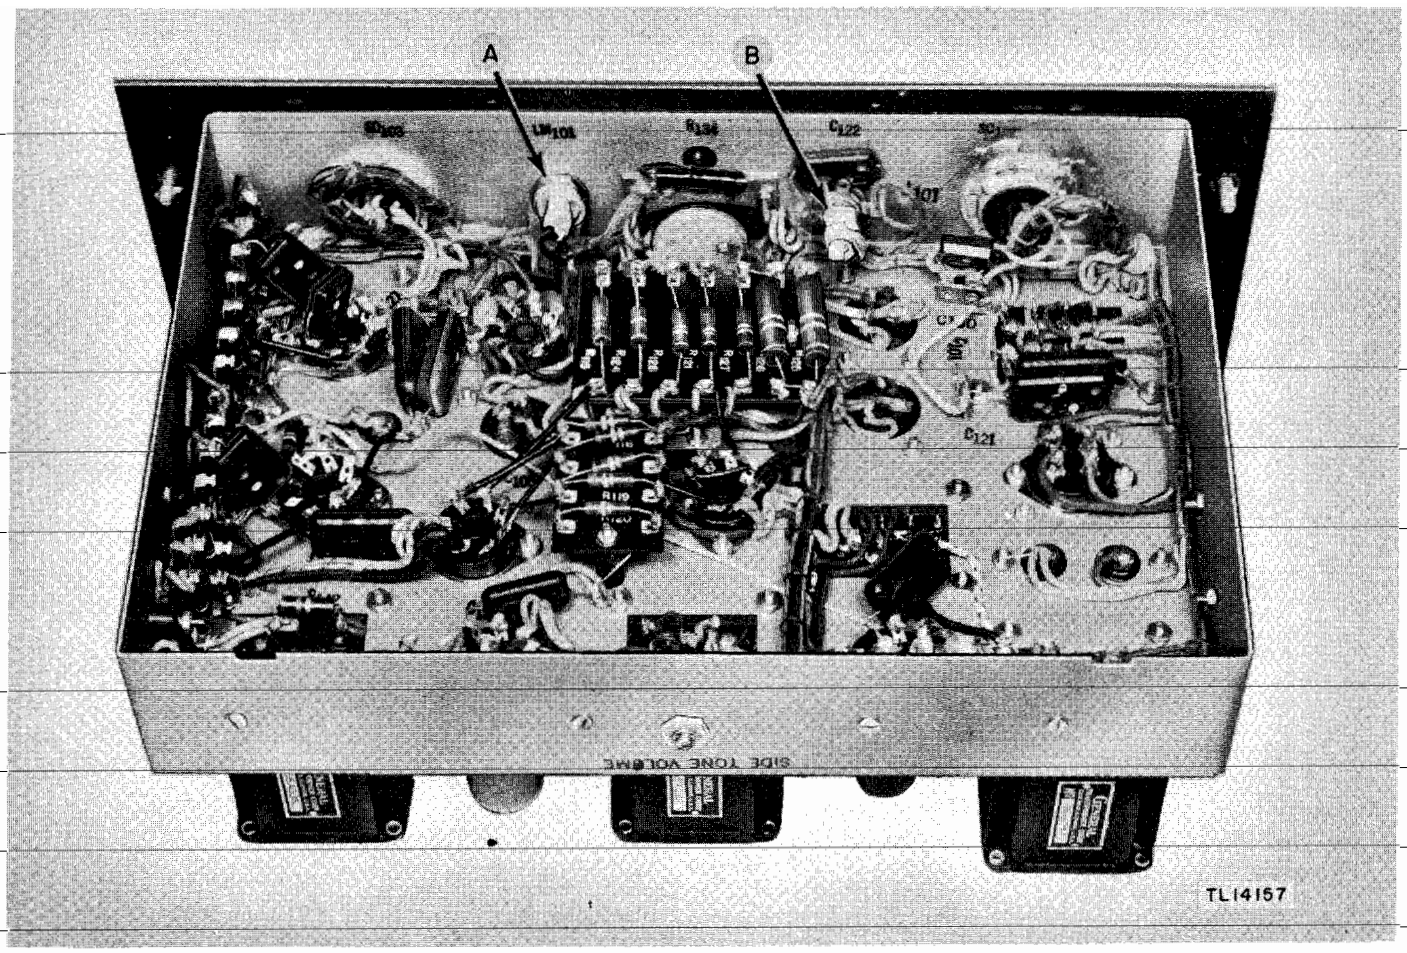

Figure 38. Speech Amplifier BC-614-E—bottom interior view of chassis, showing method of masking.
(5) Lamp socket LM_{101}, item A, figure 38.
(6) Key jack J_{101}, item B, figure 38.
(7) Contacts of jacks J_{102} (not shown in illustration. *d.* DRYING. Place the speech amplifier in a baking oven and bake approximately 2 to 3 hours at 160° F.